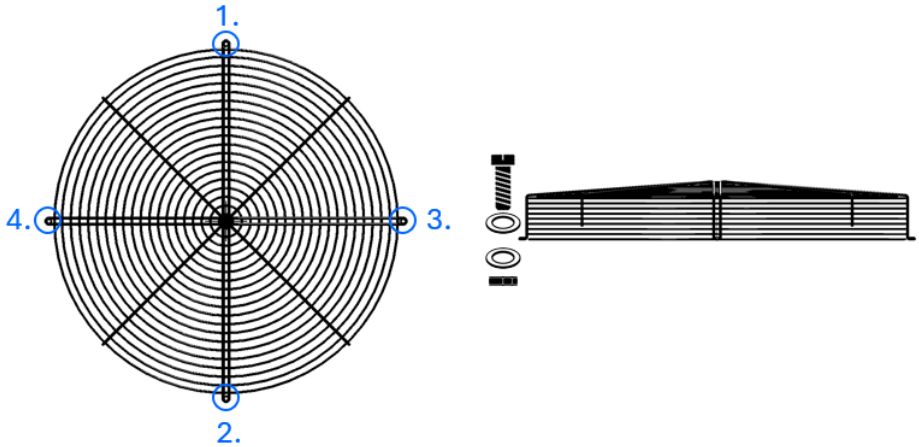

Figure 23 - Fan guard mounting points.
2. Secure the guard at the mounting points using M8 bolts and locknuts, with washers on both sides, as shown in Figure 23.